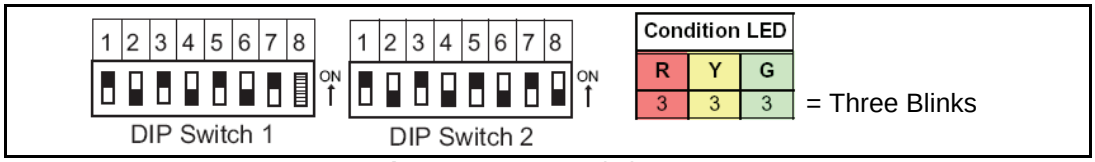

Figure A-8 DIP Switch Test 3
5. Set the even numbered switches (i.e., SW1-2, SW1-4, SW1-6, SW2-2, SW2-4, SW2-6 and SW2-8) to OFF (See Figure A-8). Confirm that the Red, Yellow and Green LEDs are blinking three blinks at a time.